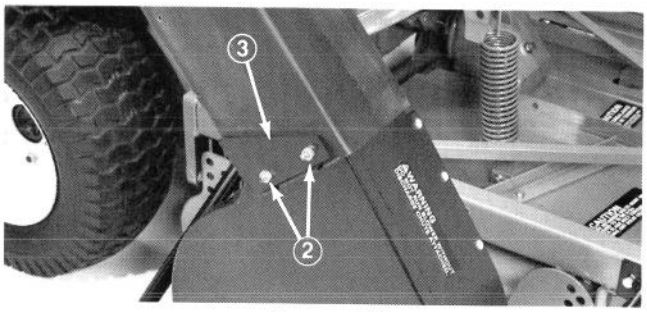

Figure 18
2. Slide chute over blower opening and onto mounting studs (Fig. 18).
3. Lower hopper hood and align chute with hood snout. Secure chute in position with locknuts and brackets. Wide end of brackets to be positioned toward rear (Fig. 18).